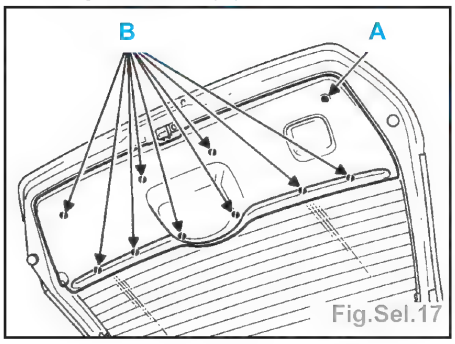

Fig.Sel.17
• la garniture de hayon (Fig.Sel.17) :
• déposer la vis de fixation (A),
• à l'aide de la pince à dégrafer, déclipser la garniture en (B).